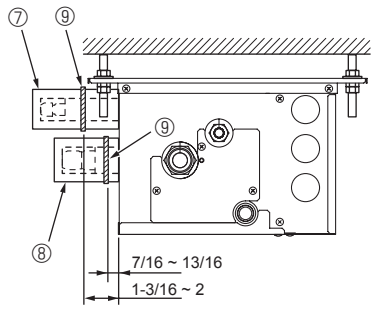

Fig. 7-4
► **Utilice los siguientes procedimientos para la parte de conexión interior cuando la unidad interior no está conectada. (Fig. 7-4)**
(1) Para evitar fugas de refrigerante, asegúrese de que las tuercas abocardadas están apretadas según los pares* especificados en la tabla 3.
(2) Para evitar la condensación, instale las cubiertas de las tuberías ⑦ ⑧ y apriételos con las cintas suministradas ⑨ .